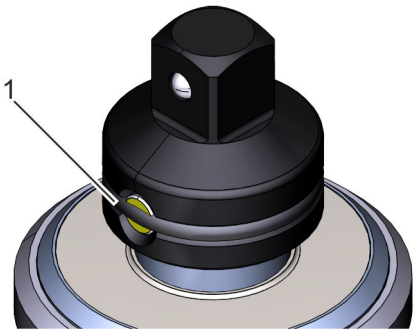

Abb. 18: Sicherungs-O-Ring Adaptervierkant entfernen
1. Sicherungs-O-Ring (Abb. 18/1) vom Antriebsvierkantadapter entfernen.